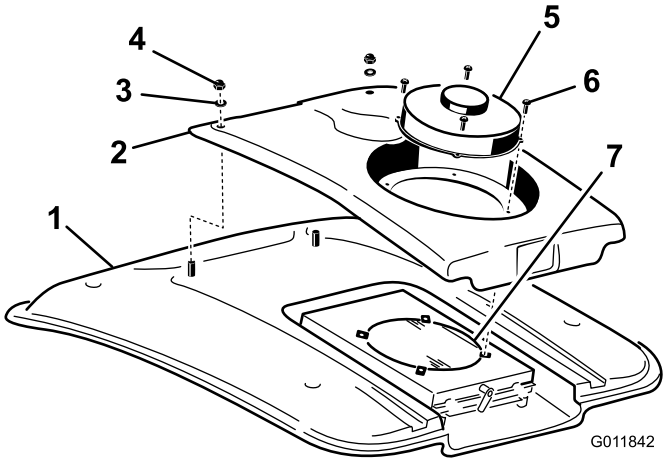

Figur 89
2. Lossa de fyra skruvar som fäster fläkten och kondensatorkåpan vid fläktmonteringen (Figur 89).
4. Lossa de två muttrarna och brickorna som fäster kondensatorkåpans främre del vid hyttens tak (Figur 89).
8. Rengör luftkonditioneringskondensatorn noga med tryckluft (Figur 89).